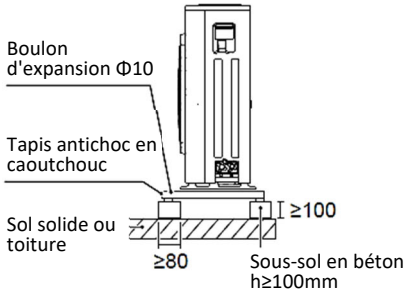

Fig. 6-3
- Si l'eau ne s'écoule pas facilement de l'unité, montez l'unité sur une fondation en blocs de béton, etc. (la hauteur de la fondation doit être d'environ 100 mm (dans la Fig. 6-3)